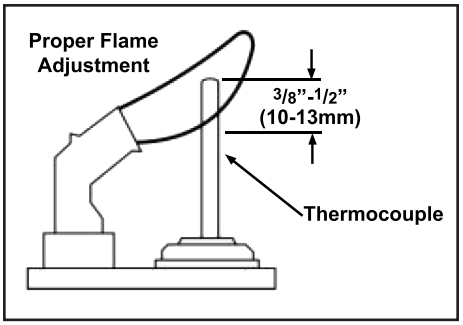

Figure 27: Proper Pilot Flame.
The pilot flow adjustment is set to maximum at the factory and should not need to be adjusted. The pilot flame should envelope ⅜" to ½" (10 to 13mm) of the thermocouple (see Figure 27). However, should the need arise, follow Steps 1- 2 below.
1. The adjustment screw can be reached through the front of the unit using a 10 inch flat head screw driver (see Figure 27 for location on valve).